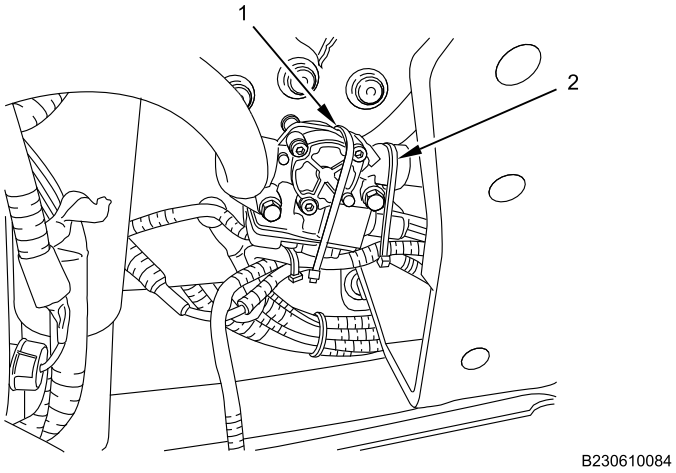

Figure 25. Left ABS Modulator Cable Lock Straps.
22. Install two new cable lock straps (Figure 25, Item 1 and 2).